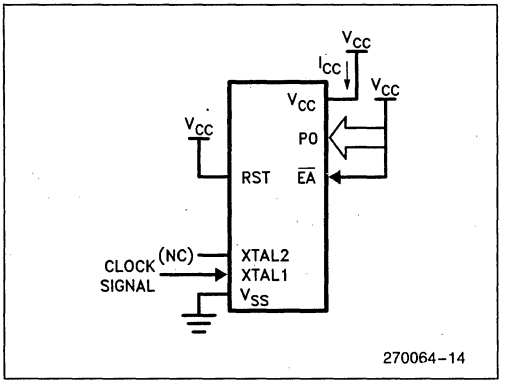

Figure 6. I_{CC} Test Condition, Active Mode All other pins are disconnected.
5. See Figures 6 through 9 for I_{CC} test conditions. Minimum V_{CC} for Power Down is 2V.